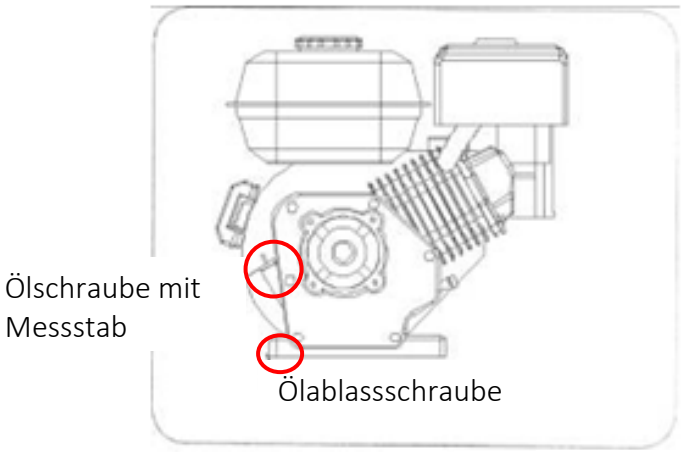

Abb. 40
2. Schrauben Sie die Ölschraube mit dem Ölstab heraus und wischen Sie den Ölstab ab. Siehe Abbildung 40.
1. Suchen Sie die Ölablassschraube, siehe Abbildung 40.
3. Reinigen Sie den Bereich um die Ölablassschraube, siehe Abbildung 40.